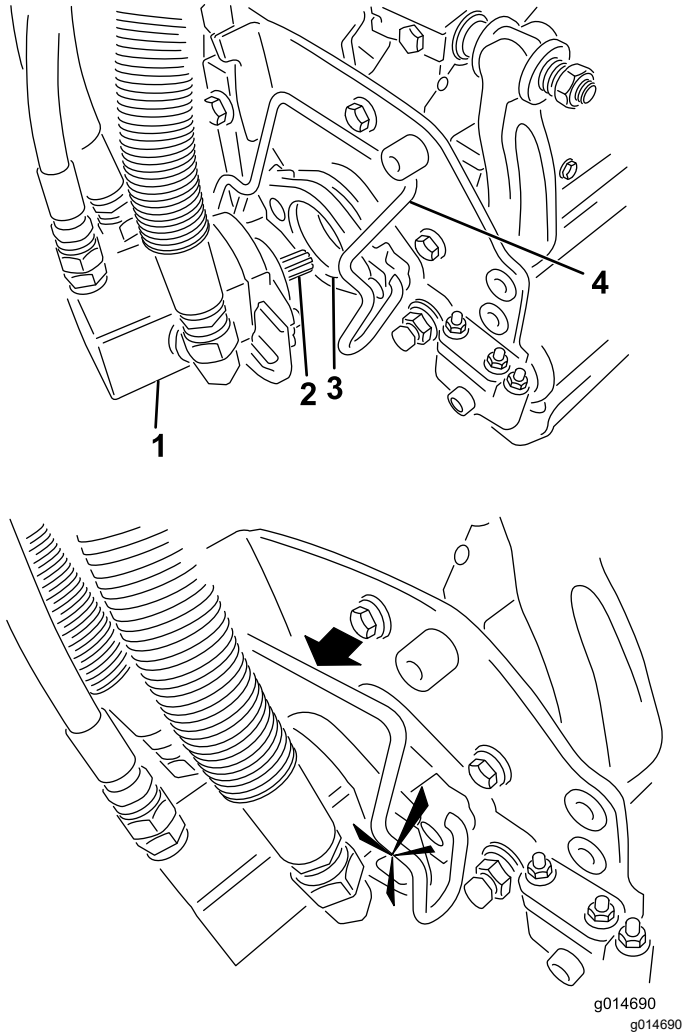

Figuur 50
5. Smeer schoon vet op de sleufas van de motor van de maai-eenheid (Figuur 50).
6. Steek de motor in de linkerkant van de maai-eenheid (gezien vanuit de bestuurdersstoel) en trek de motorbevestigingsstang op de maai-eenheid in de richting van de motor totdat u aan beide kanten een klik hoort (Figuur 50).